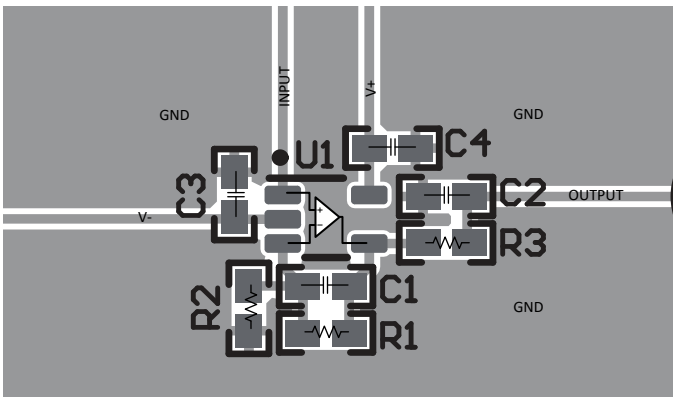

**図 7-5. 非反転構成用オペアンプの基板レイアウト - SC70 (DCK) パッケージ**
- 外付け部品は、可能な限りデバイスに近く配置します。図 7-5 に示すように、寄生容量を最小限に抑えるため、RF と RG は反転入力の近くに配置します。